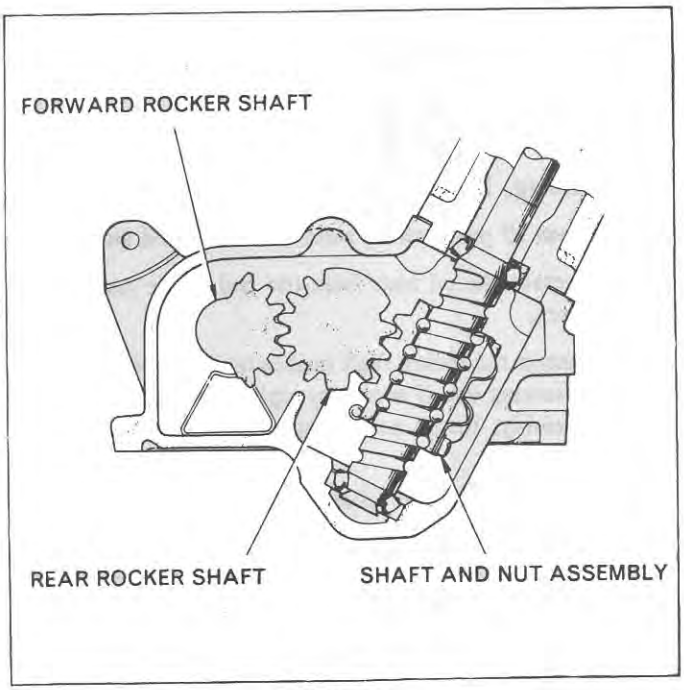
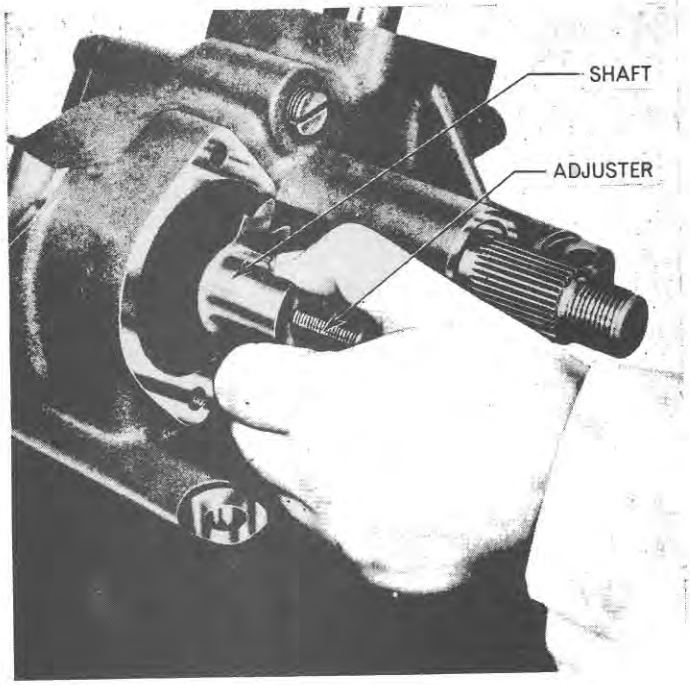

Figure 8
Figure 9
4. Install the rear rocker shaft in the housing engaging the gear with the steering nut. Make sure that the centre tooth on the gear is correctly engaged between the second and third teeth on the steering unit, Figure 8.
7. Install the forward rocker shaft in a similar manner to the rear rocker shaft ensuring that the shaft gears are correctly engaged, Figure 8. The centre (fourth) tooth on the forward shaft engaged with the centre (fourth) groove in the rear shaft, Figure 9.